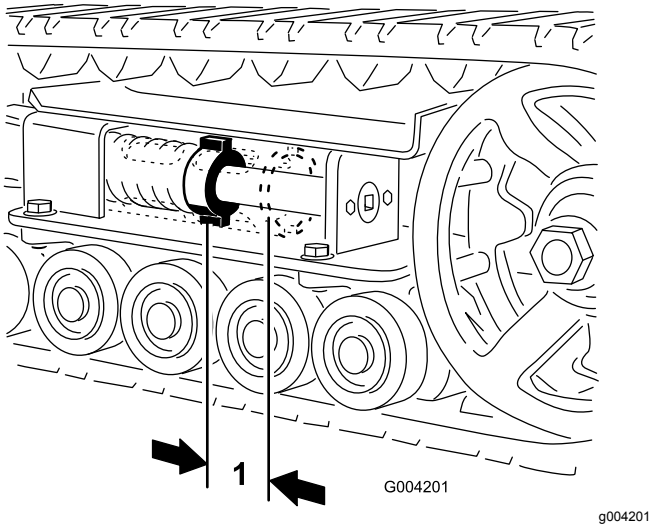

Figur 44
Det ska vara 7 cm mellan spännmuttern och spännrörets baksida (Figur 44). Om så inte är fallet ska larvbandens spänning justeras enligt följande:
5. Vrid spännskruven motsols med en 25-mm hylsnyckel tills avståndet mellan spännmuttern och spännrörets baksida (Figur 44) är 7 cm.
12. Vrid spännskruven motsols tills avståndet mellan spännmuttern och spännrörets baksida (Figur 44) är 7 cm.
18. Vrid spännskruven motsols tills avståndet mellan spännmuttern och spännrörets baksida (Figur 44) är 7 cm.